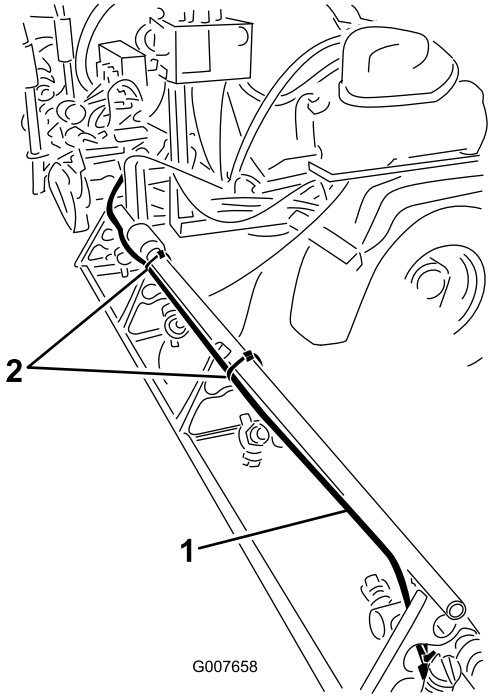

Figure 7
A. On the right boom, install the foam hose along the rear side of the upper support pole (Figure 7).